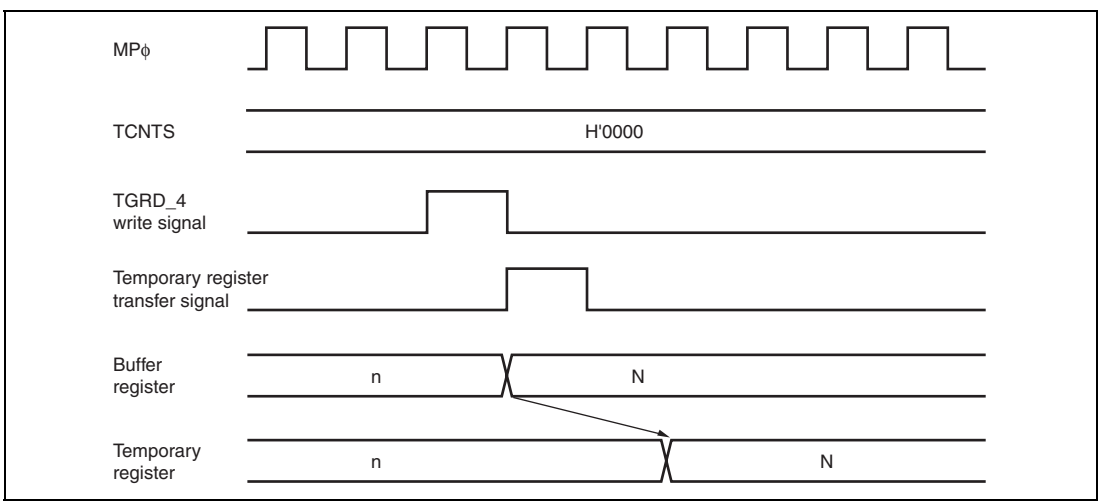

**Figure 10.106 Transfer Timing from Buffer Register to Temporary Register (TCNTS Stop)**
**Buffer Transfer Timing (Complementary PWM Mode)**: Figures 10.106 to 10.108 show the buffer transfer timing in complementary PWM mode.